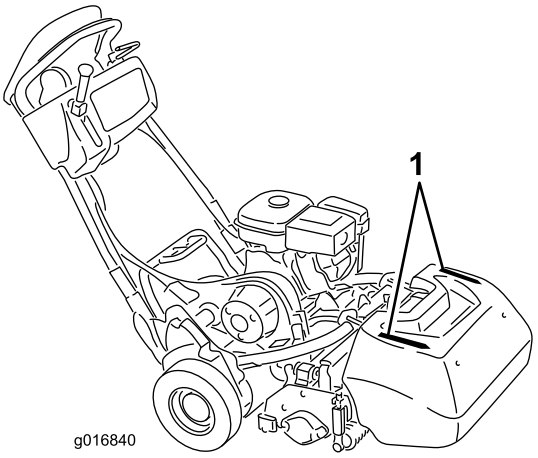

Figur 26
- Brug justeringsstriberne på opsamleren for at hjælpe med at opretholde en lige linje på tværs at greenen og til at holde maskinen ved en tilsvarende afstand fra kanten af den forrige klipning (Figur 26).